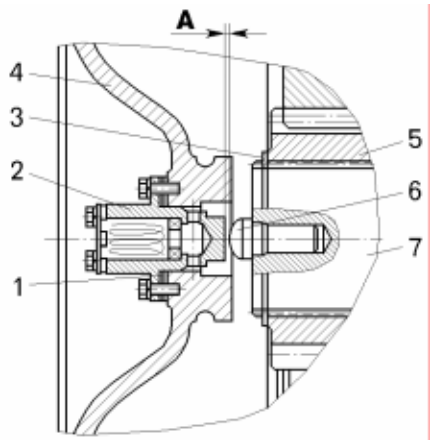

Рисунок 7.19 – Регулировка зазора торсионного вала:
– установить в крышку 4 (рисунок 7.19) упор 2 до упора в сферический упор 6 торсионного вала 7. Измерить зазор между торцами крышки и упора. Набрать комплект регулировочных шайб 1 толщиной на величину зазора плюс (1 – 2) мм и установить его между торцами крышки 4 и упора 2. Закрепить упор к крышке болтами;